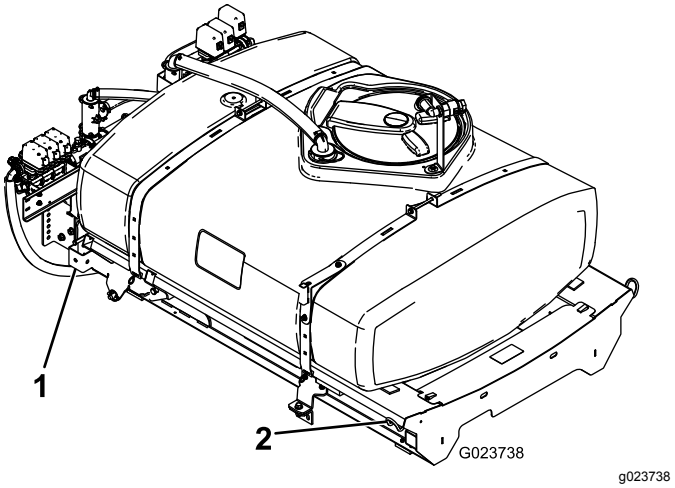

**Figur 9**
1. Brug et hejseapparat til at hæve tankplatformsenheden (Figur 9), og placer den over køretøjets stel med pumpe- og ventilenhederne vendt bagud.